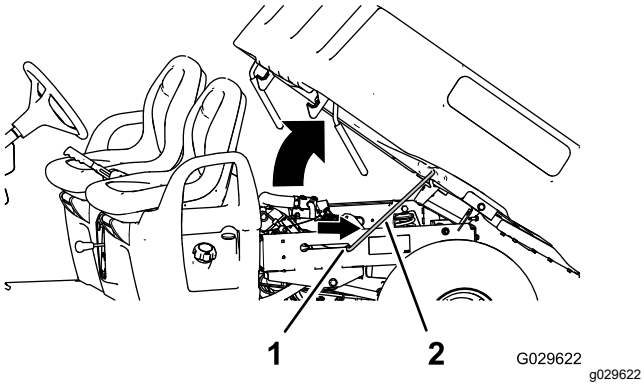

Figur 14
2. Säkra lådan genom att skjuta in stöttan i skåran (Figur 14).
2. Dra ut stöttan ur skåran (Figur 14).
3. Sänk ned lådan tills den låses säkert på plats (Figur 14).